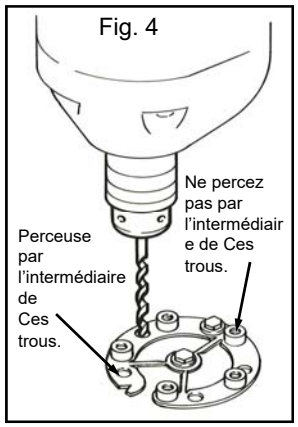

Fig. 4
8. Percez des trous de 7/32 po dans le réservoir aux quatre emplacements de trous non filetés restants sur la plaque de support, comme indiqué à la figure 4.